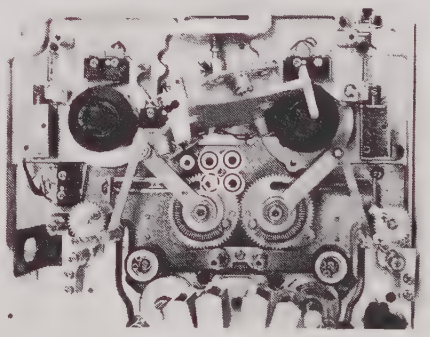

Fig. 5-22
- Shift left-side slide lever with fingers and unscrew loader DC motor by 4 screws.(See Fig. 5-22)